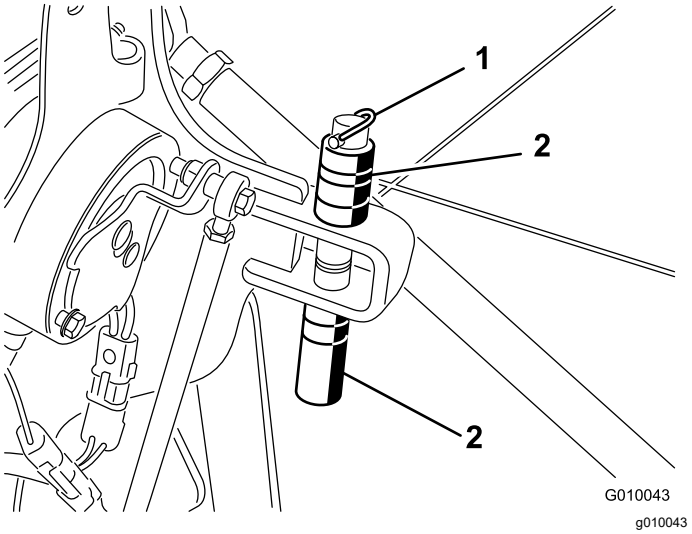

**Figure 20**
2. Remove the lynch pin retaining the spacers and depth pins (Figure 20).